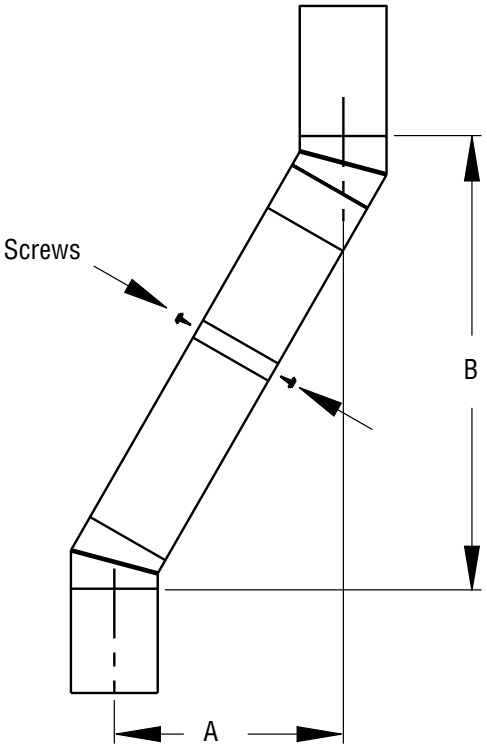

Figure 10 - Elbow Offset
Continue to assemble chimney sections as outlined above, making sure that both the inner and outer pipe sections are locked together. When installing double wall snap-lock chimney together, it is important to assure the joint between the chimney sections is locked. Check by pulling chimney upward after locking. The chimney will not come apart if properly locked. It is not necessary to add screws to keep the chimney together (exception, see Figure 10, page 10).
1. To achieve desired offset, you may install combinations of 12", 18", 24", 36" and 48" length of double wall pipe (see offset chart and Figure 10).
4. All pipe connections between the offset and return must be secured with two screws on the outer pipe only (see Figure 10). Do not penetrate the inner stainless.
5. One (1) 6" pipe section (included with offset elbow F5169 and F5170) must be installed prior to return elbow any time a pipe section is installed between offset and return elbows.